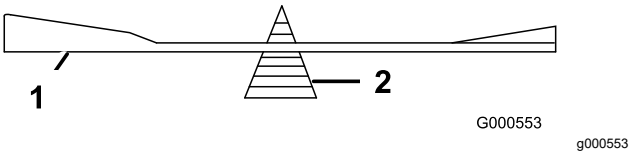

Figur 109
2. Sjekk knivens balanse ved å legge den på en balanseringsinnretning (Figur 109).